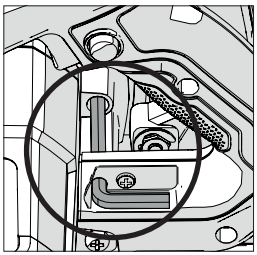

Abb. 1
- Finden Sie den mitgelieferten Sechskantschlüssel für den Wechsel der Sägeblätter, der sich im Aufbewahrungsfach an der Maschine befindet (an allen Maschinen in ähnlicher Position). **(Abb. 1)**